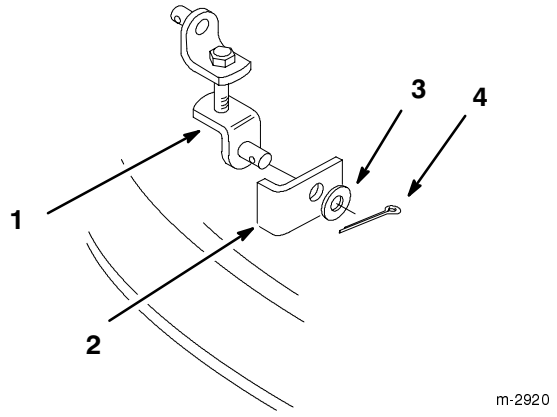

Abbildung 3
6. Das Justiergelenk auf den Mähwerkbügel setzen und mit 13 mm-Unterlegscheibe (1/2”) und Splint befestigen (Abb. 3).